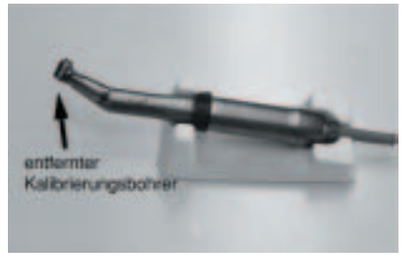

Abb. 23
(8) Bei erfolgreicher Kalibrierung mit Widerstand wird automatisch die Geschwindigkeitskalibrierung aktiviert und „CAL Lmin-1" angezeigt.
(9) Nehmen Sie aus Sicherheitsgründen den Kalibrierungsbohrer von dem Handstück (Abb. 23). Drücken Sie die [System] S-Taste im sicheren Zustand, selbst wenn der Motor auf Höchstgeschwindigkeit läuft. Nach dem Signalton beginnt die Kalibrierung automatisch. Erfolgs- und Fehlermeldungen sind die gleichen wie in den vorhergehenden Prozessen. Bei Erfolg wird „donE" angezeigt, der Kalibrierungsmodus wird beendet und der Normalzustand liegt vor.